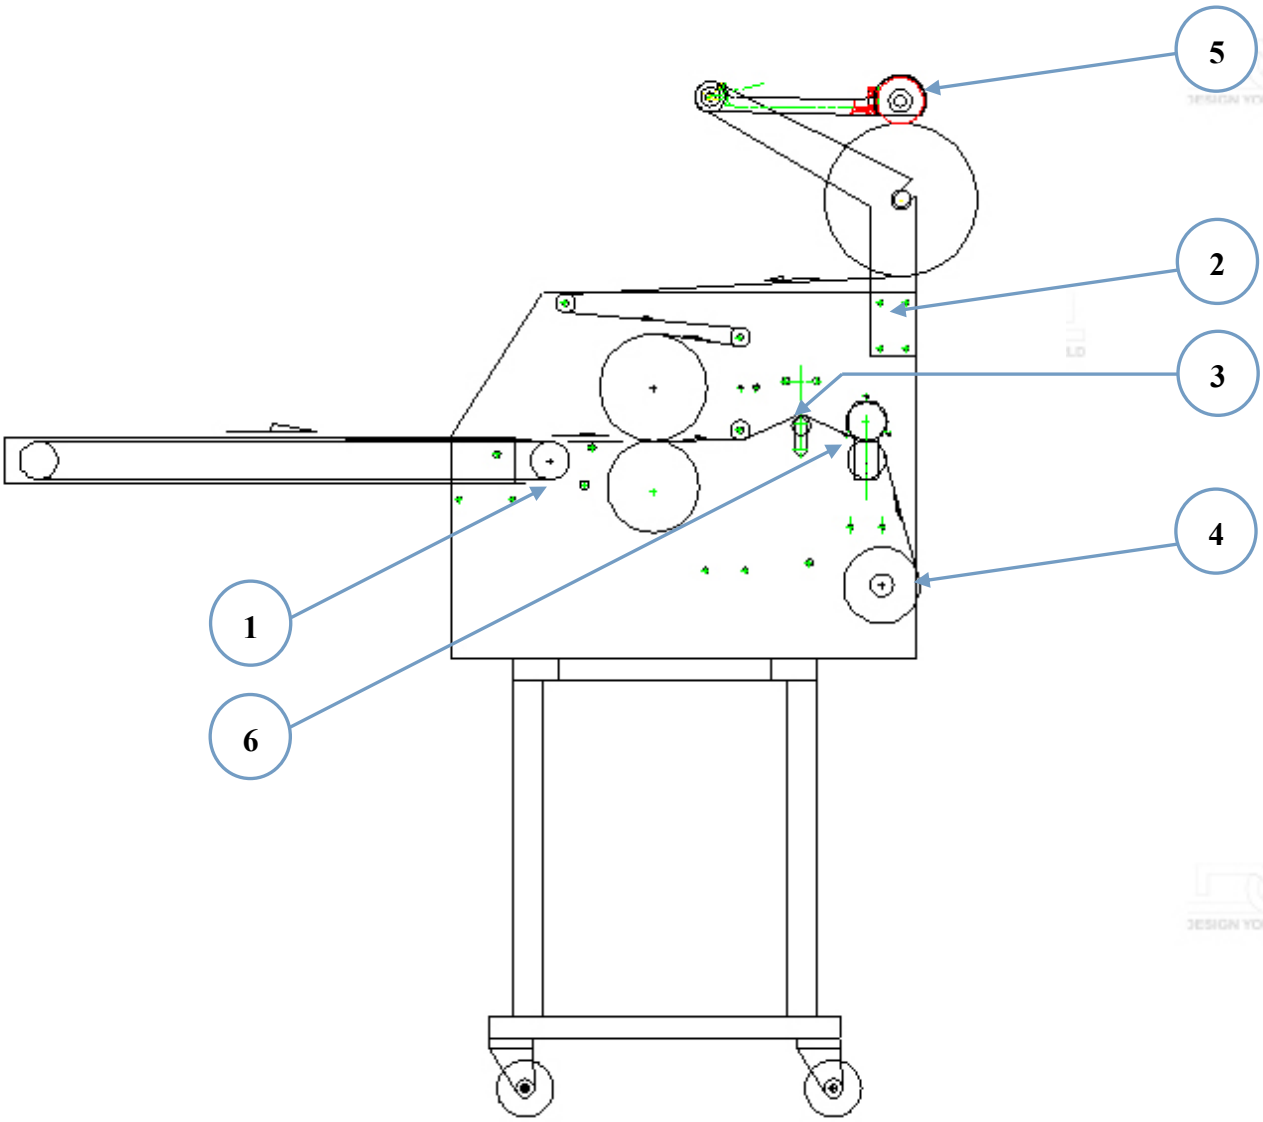

РИС. 1
- Необходимо установить стол в рабочее положение (см. Рис. 1). Для этого необходимо прикрутить стол к основе ламинатора в месте, указанном положением **№1.**
- Установить держатели пленки (см. Рис. 1). Для этого необходимо прикрутить их к основе ламинатора в месте, указанном положением **№2.**
- С навоечного устройства снять металлический вал. Позиция **№4** (см. Рис. 1).
- Установить на металлический вал бумажную втулку (бумажная втулка – втулка на которую была намотана пленка для ламинирования), заблокировать полиамидные втулки-держатели по краям и установить обратно в устройство намотки готовой продукции **№4** (см. Рис. 1).